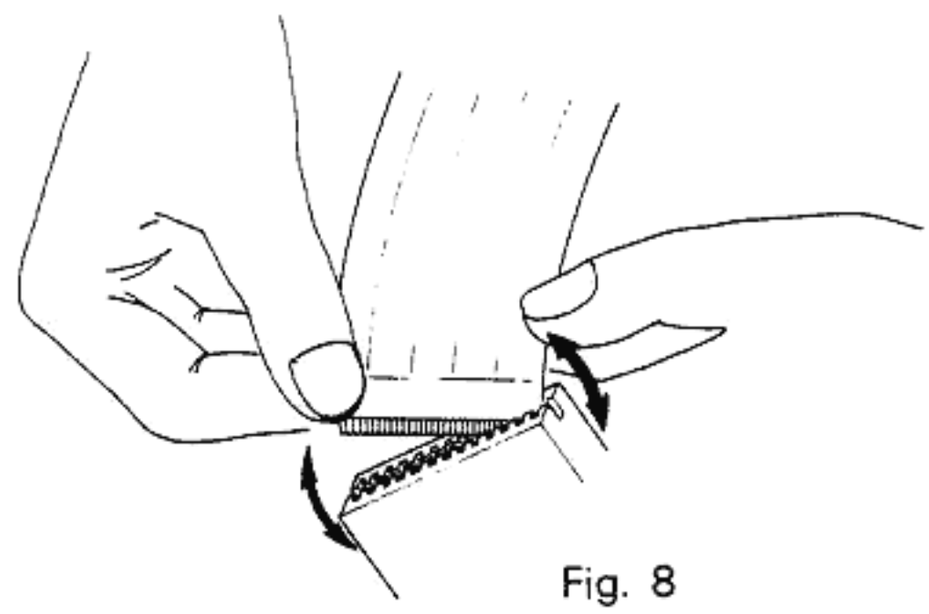

Fig. 8
1) The flat cable is removed by pulling slightly on the left side and right side alternately, as shown in Fig. 8.